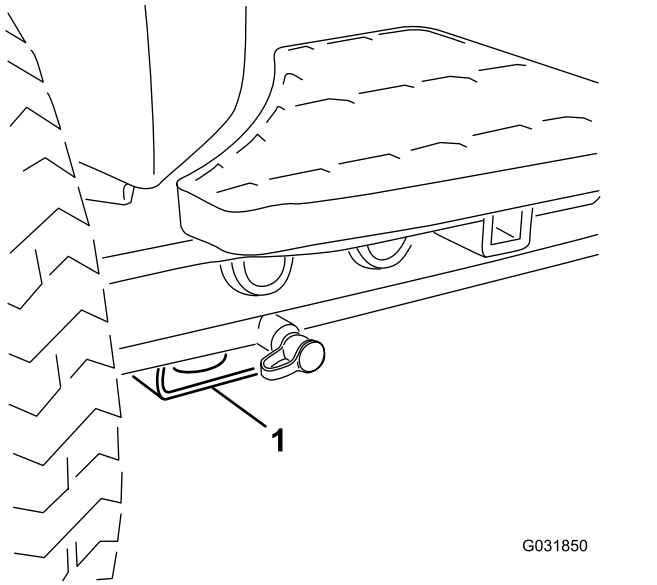

Figur 56
- For – rektangulær plade, under akselrøret, indvendigt i forhold til hvert fordæk (Figur 56).